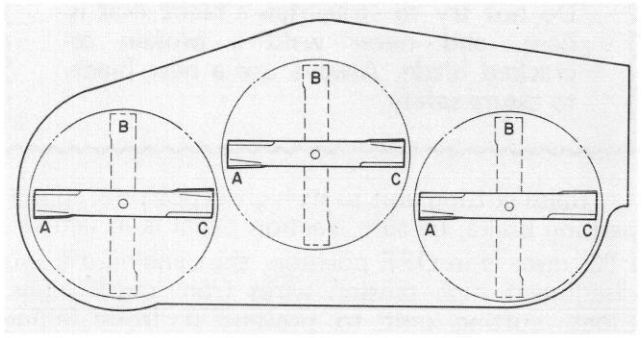
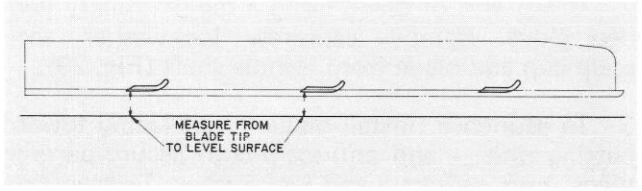

Figure 33
Figure 34
5. Position all three blades in the "A" position (Fig. 33) and measure from level surface to the bottom of the tip end of each blade (Fig. 34).
6. Note measurement attained at "A", rotate blades to "B" position (Fig. 33), measure distance of all blades to level surface and note dimensions (Fig. 34).
7. Rotate blades to "C" position, measure and note distance measured (Fig. 33, 34).